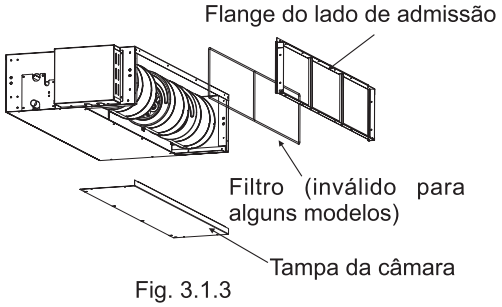
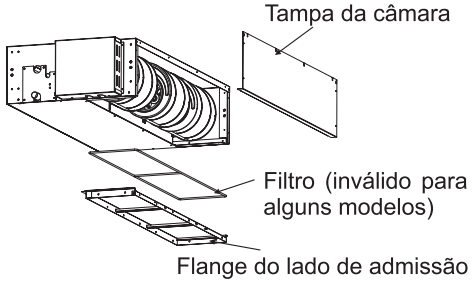

Fig. 3.1.3
Fig. 3.1.4
(2) Volte a ligar a tampa da câmara retirada na orientação mostrada na FIG, religue o flange do lado de admissão retirada na orientação mostrada na Fig. 3.1.3, consulte a Fig. 3.1.4 para a direção do flange do lado de admissão.